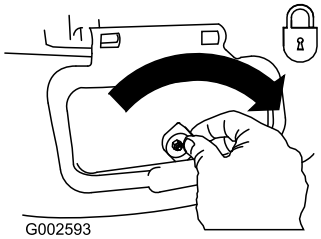

**Figur 30**
**Viktigt: Lås fast sidoutkastarluckan när du har stängt den (Figur 30).**